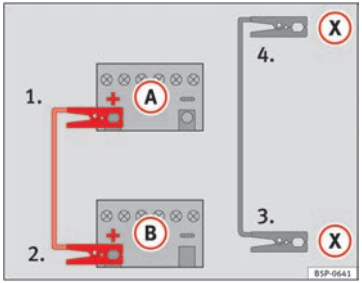

Fig. 189 Diagram of connections for vehicles with Start-Stop system.
– **For vehicles with Start-Stop system:** Connect one end of the *black* black jump lead (X) to a suitable ground terminal, a solid piece of metal in the engine block, or to the engine block ⇒ Fig. 189.
5. Connect the other end of the *black* jump lead (X) to a solid metal component bolted to the engine block or to the engine block ▶